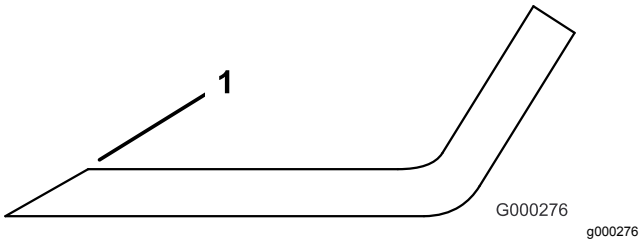

**Figur 146**
4. Slipa knivseggarna om de är slöa eller hackiga (Figur 146).